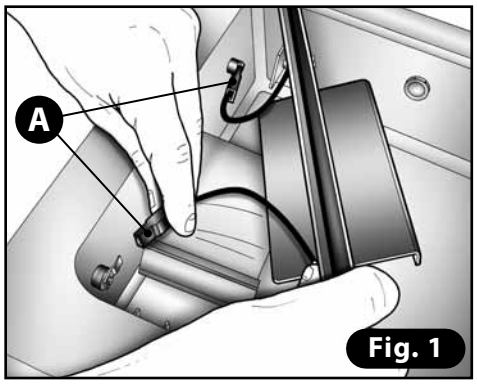

Fig. 1
2) Déconnecter les deux câbles de la barre de soudure **(A - Fig. 1)**.